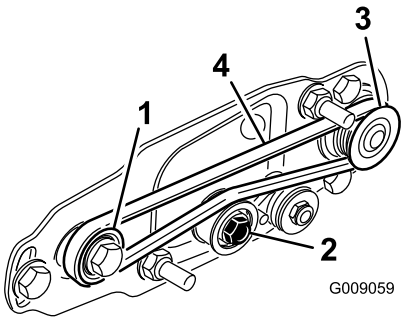

Рисунок 25
- Обведите ремень вокруг **ведомого** шкива, а затем проложите по верхней части натяжного шкива (Рисунок 25).
- Начните надевать ремень на **ведущий** шкив (Рисунок 25).